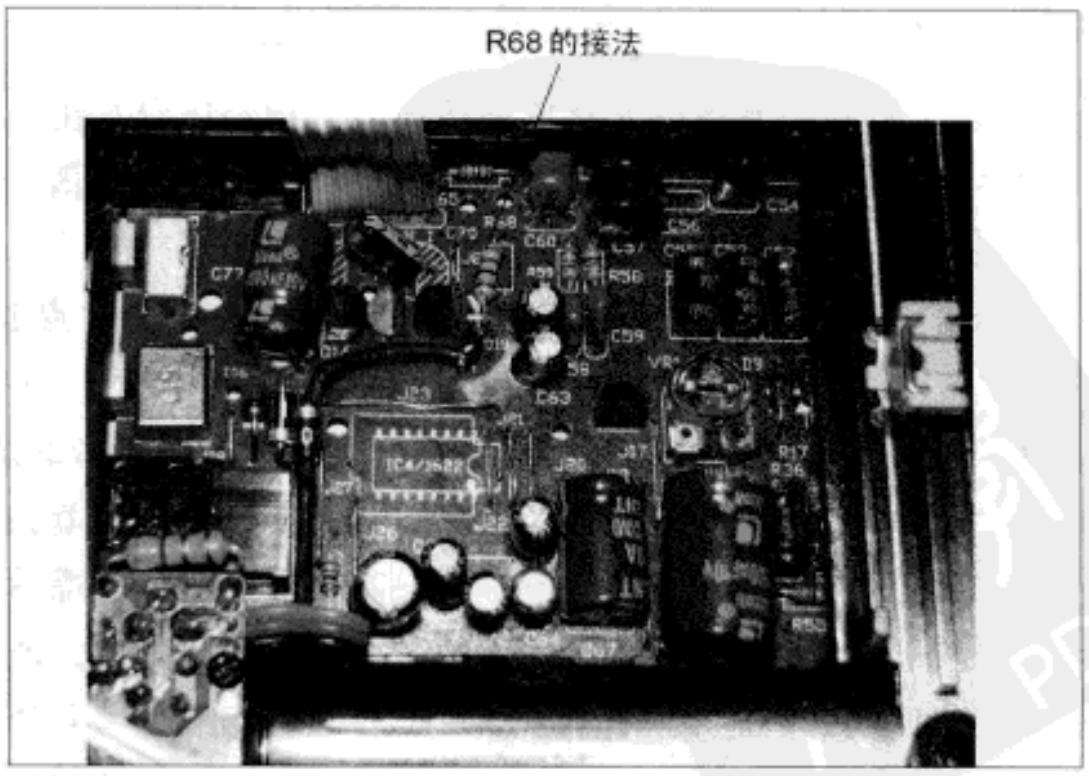

图7 R68的接法
5. 接着，拆下电阻R68靠近原D19负极的一端，把它改接到新安装的D19的负极端，如图7所示。至此，基本上就完成了照明延时熄灯电路和收音机电路的分割，这时，把机芯接上电源，插上耳机，打开电源开关，收音机应该能正常工作，但电源指示灯不会亮，下面来改接电源指示灯。